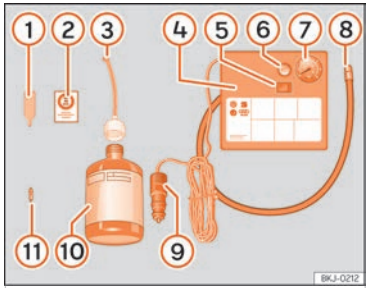

Fig. 194 Representación estándar: contenido del kit antipinchazos.
El kit antipinchazos se encuentra en el compartimento del maletero bajo el revestimiento del suelo. Incluye los siguientes componentes ››› fig. 194:
- Desenrosque la caperuza y el obús de la válvula del neumático. Utilice el aparato ››› fig. 194 ① para extraer el obús. Colóquelo en una superficie limpia.
- Agite con fuerza la botella de sellante de neumáticos ››› fig. 194 ⑩.
- Enrosque el tubo de inflado ››› fig. 194 ③ en la botella de sellante. El precinto de la botella se romperá automáticamente.
- Retire el tapón del tubo de llenado ››› fig. 194 ③ y enrosque el extremo abierto del tubo en la válvula del neumático.
- Vuelva a colocar el obús con el aparato ››› fig. 194 ① en la válvula del neumático.
- Enrosque el tubo de inflado del neumático del compresor ››› fig. 194 ⑧ en la válvula del neumático.
- Compruebe que el tornillo de evacuación de aire está cerrado ››› fig. 194 ⑥.
- Acople el conector ››› fig. 194 ⑨ a toma de corriente de 12 voltios del vehículo ››› pág. 187.
- Conecte el compresor de aire con conmutador ON/OFF ››› fig. 194 ⑤.
- Pegue el adhesivo ››› fig. 194 ② en el cuadro de instrumentos, dentro del campo visual del conductor.
Vuelva a enroscar el tubo de inflado ››› fig. 194 ⑧ y compruebe la presión en el manómetro ⑦.